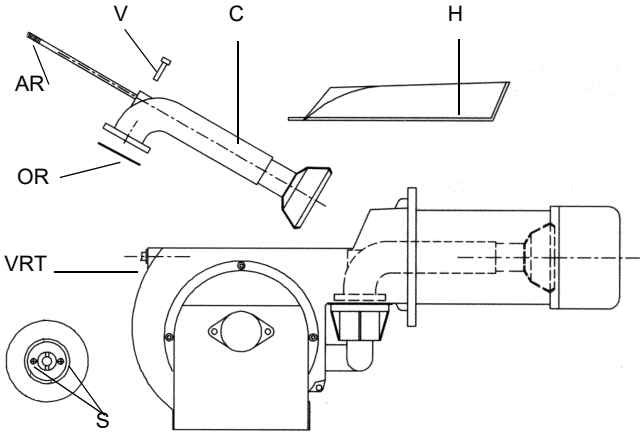
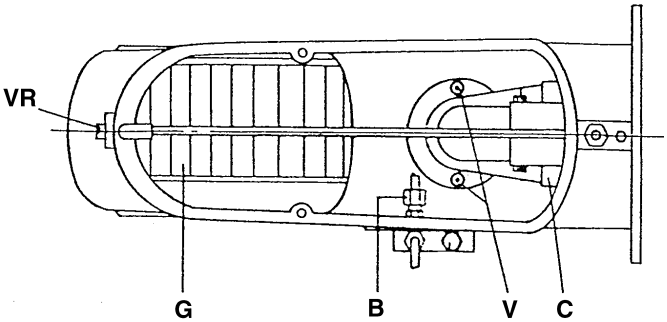

Fig. 31
Fig. 32
- Svitare le viti **V** che bloccano il collettore del gas **C**, allentare i due raccordi **B** (Fig. 32) ed estrarre il gruppo completo come mostrato in Fig. 31.